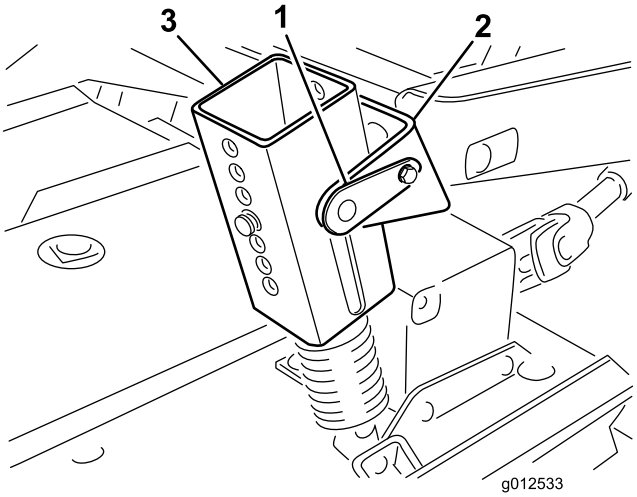

Figur 1
2. Kun på traktionsenheder i 200-serien skal du frakoble modvægten fra traktionsenheden, fjerne låsestifterne fra beslagene, adskille fjederspændingsenhederne fra beslagene og placere dem på skjoldet (Figur 1).
3. Sænk klippeenheden, og afmonter de fire stifter fra klippehøjdebeslagene (Figur 1).